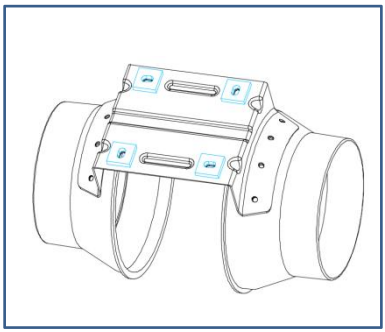

Fig.6.
2、Paste the cushion onto the flange bracket to ensure that the hole of the cushion is aligned with the hole of the flange bracket. See the (Fig.6.)